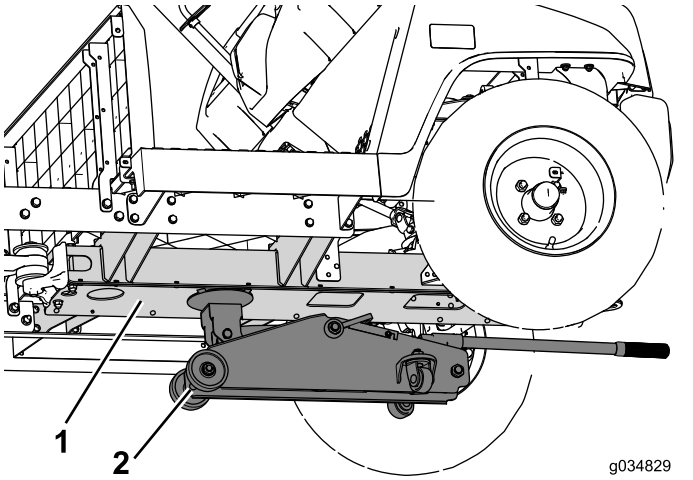

Figura 63
2. Utilize um macaco debaixo do canal central para suportar a dianteira da máquina (Figura 63).